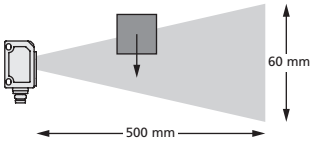

Bild 5: Freiraum vor dem Sensor
- Der zws-7 hat eine sehr kurze Messzykluszeit von nur 2 ms, die im ungünstigen Fall dazu führen kann, dass der Sensor fälschlicherweise auf Echosignale aus älteren Messungen anspricht. Um dies zu vermeiden, muss der Sensor so montiert werden, dass er in einem Freiraum von 500 mm Tiefe misst. Nur die zu detektierenden Objekte dürfen sich im Arbeitsbereich des Sensors von 20-100 mm befinden (vgl. Bild 5).